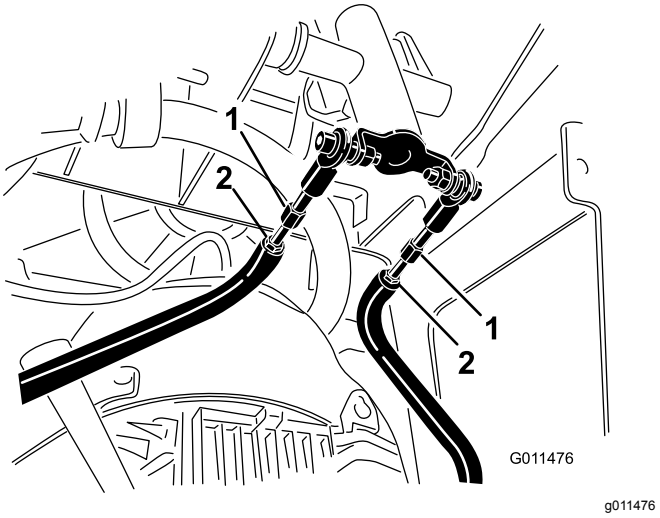

Figur 54
D. Lossa kontramuttrarna på drivstängerna, under reglagepanelen (Figur 54).